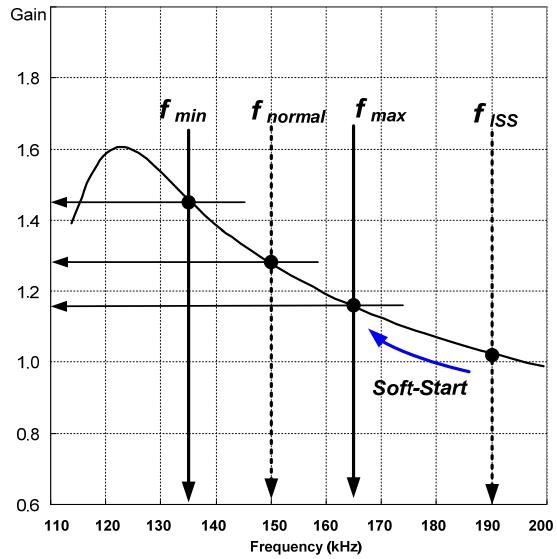
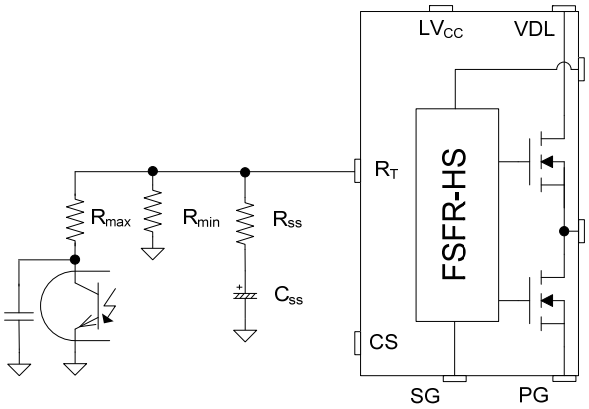

Figure 20. Resonant Converter Typical Gain Curve
Figure 21. Frequency Control Circuit
3. Frequency Setting: Figure 20 shows the typical voltage gain curve of a resonant converter, where the gain is inversely proportional to the switching frequency in the ZVS region. The output voltage can be regulated by modulating the switching frequency. Figure 21 shows the typical circuit configuration for the RT pin, where the opto-coupler transistor is connected to the RT pin to modulate the switching frequency. The switching frequency may be controlled from 20 kHz to 500 kHz.
The soft-start circuit is constructed by connecting R-C series network to the RT pin, as shown in Figure 21. Initially, the operating frequency is set by the parallel impedance of R_{SS} and R_{min}.